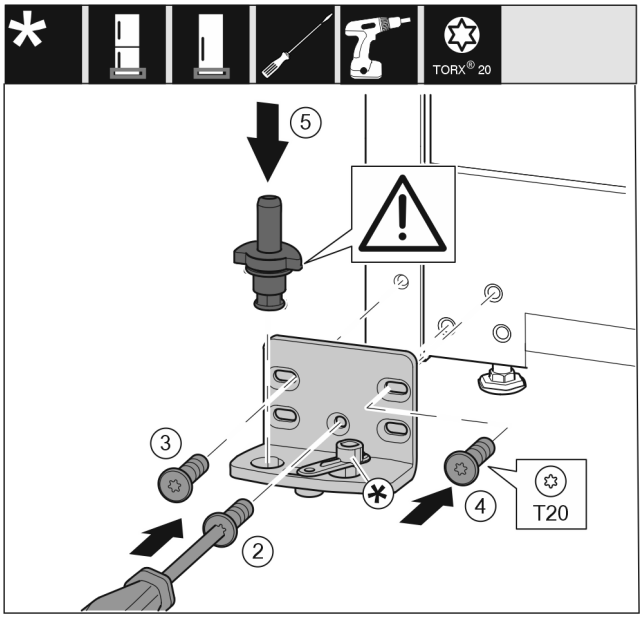

Fig. 16
▶ Place the swap bearing block on the other side and use a screwdriver to screw it on. Start with the screw *Fig. 16 (2)* at the bottom in the middle.
▶ Tighten screw *Fig. 16 (3)* and screw *Fig. 16 (4)*.
▶ Insert the bearing bolt *Fig. 16 (5)* completely. Ensure that the latching cam is pointing towards the rear.